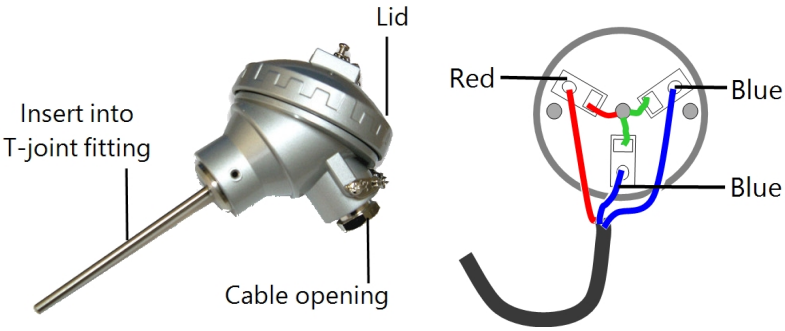

Figure 4: Sensor interfaces
4. Connect the sensor cable to the sensor See *Figure 4*: